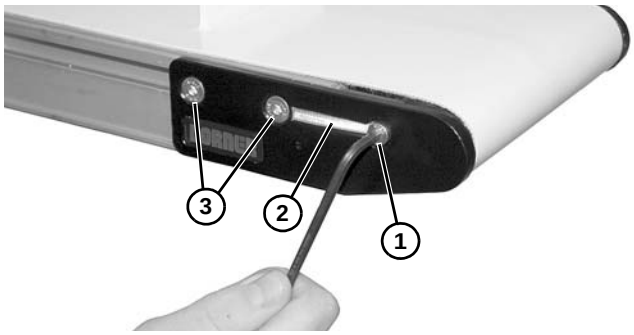

Figure 56
2. Sur un côté du convoyeur, retirer la vis **(Figure 56, élément 1)** et retirer le couvercle antipoussière **(Figure 56, élément 2)**, s'il y en a un.
3. Retirer les deux vis de fixation **(Figure 56, élément 3)**.